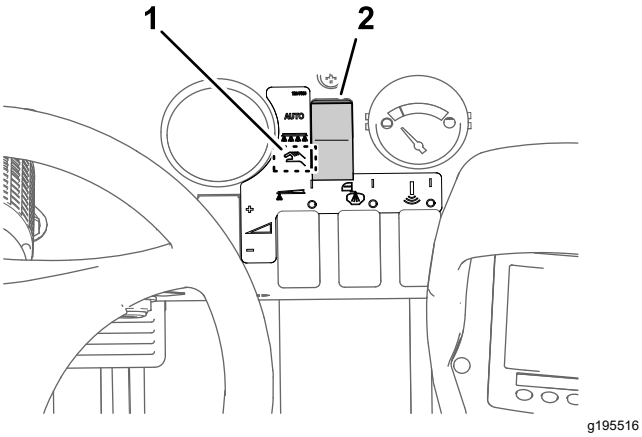

Figura 46
2. Acione o botão do modo de pulverização para o Modo manual (Figura 46).